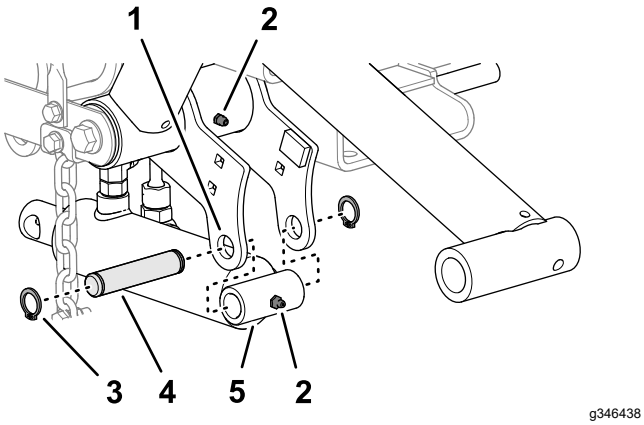

**Figur 12**
1. Rikta in lyftcylinderns ändlock med hålen i den vänstra lyftarmens flänsar (Figur 12).
2. Montera cylindern på flänsarna med fäststiftet och två låsringar (Figur 12).
3. Applicera litiumfett nr 2 på lyftarmens och hydraulcylinderns smörjnipplar (Figur 12).